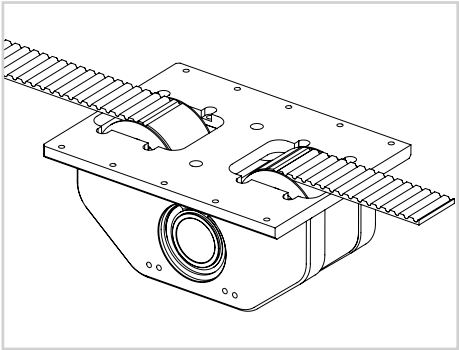

Fig. 15
8) Insérez la nouvelle courroie dans la tête d'entraînement en veillant à l'orientation des dents qui doivent s'engrener avec la poulie d'entraînement (voir la Fig. 15).